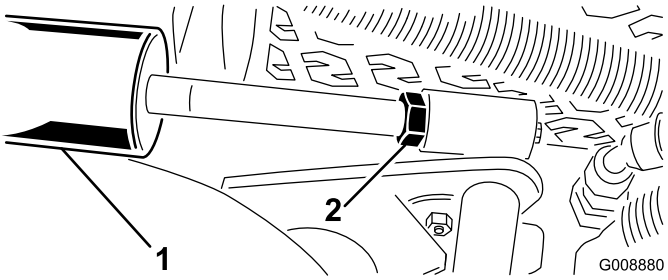

Figuur 15
A. Breng de maaidekken omlaag en draai de contramoer op de cilinder los (Figuur 15).